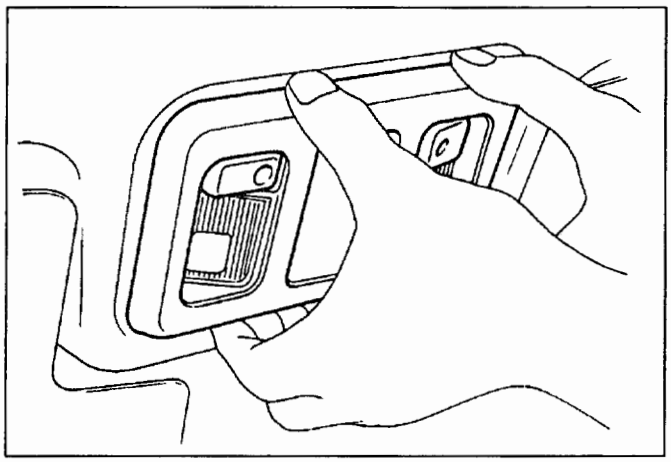

Fig. 8-172
- Pull the map light body downward to release the lock. (Fig. 8-172)